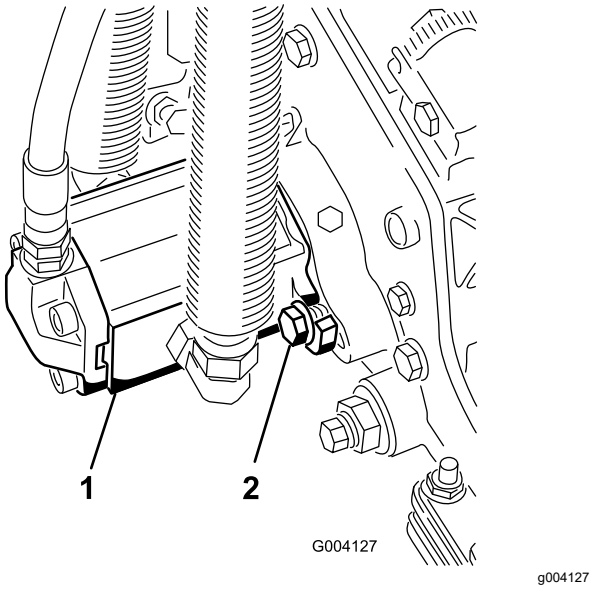

Figura 31
3. Montai motorul rotindu-l în sensul acelor de ceasornic, astfel încât flanele motorului să treacă de uruburi (Figura 31).